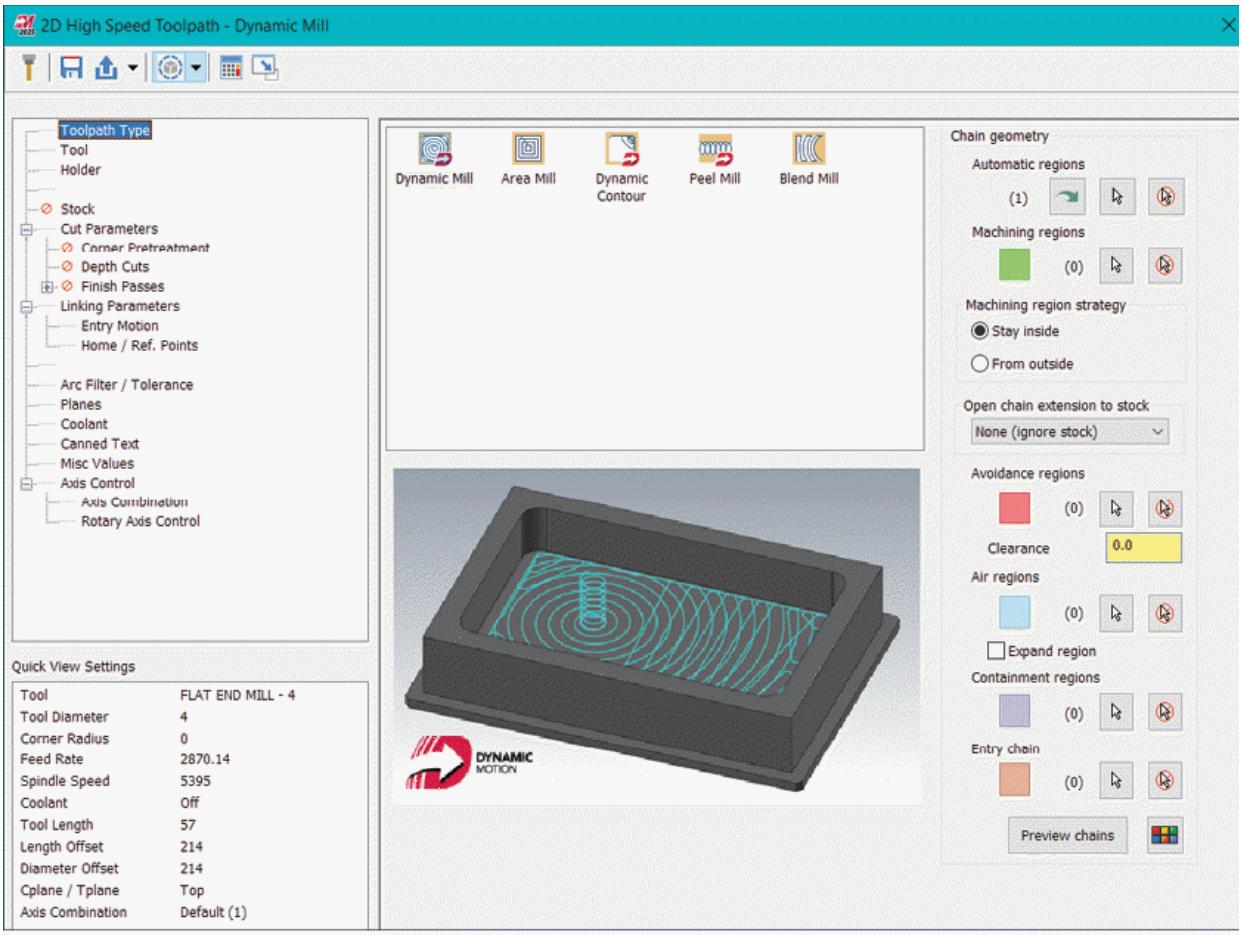

Figure-28. 2D High Speed Toolpath-Dynamic Mill dialog box
- Click on the **OK** button from the **Solid Chaining** dialog box and then **OK** button from the **Chain Options** dialog box. The **2D High Speed Toolpath - Dynamic Mill** dialog box will be displayed; refer to Figure-28.